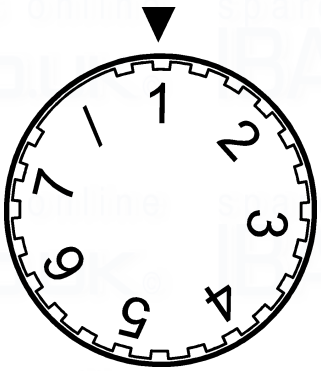

Fig. 3b
5. **To adjust the thermostat setting** (Fig 3b)**:** The lower control knob alters the temperature setting, the knob has seven positions.